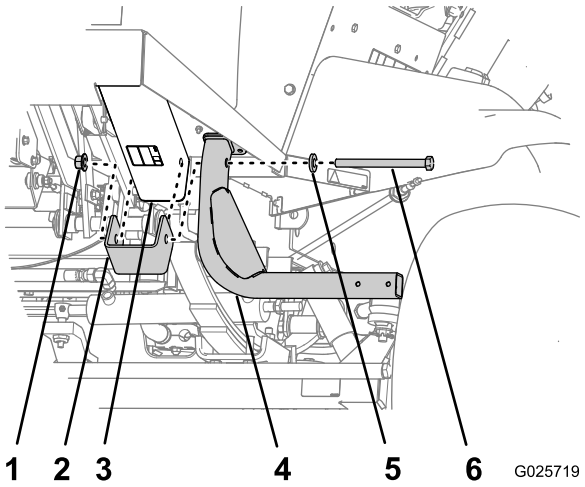

Figure 2
1. À l'avant de la machine, alignez les trous de l'entretoise sur les trous du tube de cadre avant (Figure 2).
2. Alignez les trous du support de marchepied sur les trous de l'entretoise et du tube de cadre (Figure 2).
3. Fixez le support de marchepied et l'entretoise au tube de cadre au moyen d'un boulon à tête hexagonale (1/2 x 6 po), d'un centre-écrou et d'une rondelle (Figure 2).